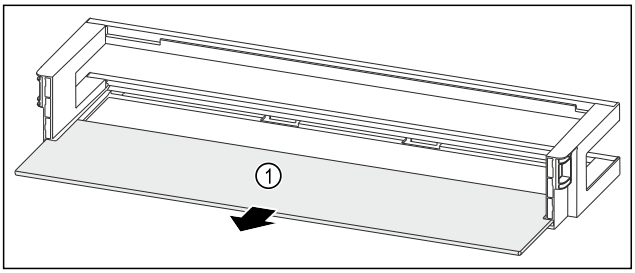

Fig. 145 Dveřní přihrádka s odkládací plochou
▶ Odkládací plochu *Fig. 145 (1)* odeberte.